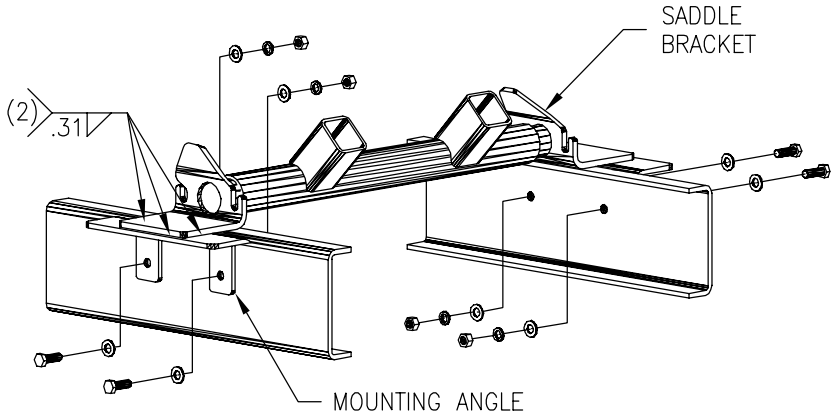

FIGURE 5
6. Position a mounting angle under each hoist saddle. Secure each mounting angle to the truck frame by drilling two 17/32" dia. holes and bolting the large mounting angle to the truck frame. Finally, weld each mounting angle to its respective hoist saddle. See Figure 5.